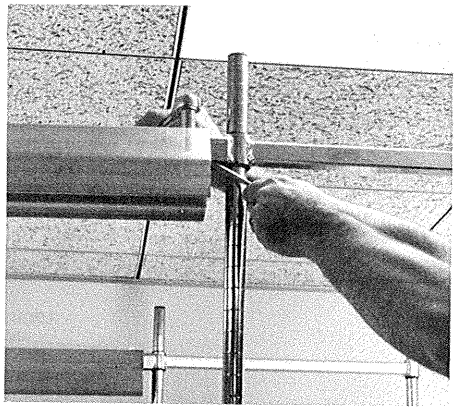

FIG. 6
9. Position the intermediate unit so the holes in the top of the tracks are positioned over the slot in the extended end of the double bracket bars. Insert a hex bolt down through each track and the extended end of the double bracket bars. Place a flanged nut onto each bolt. Tighten all nuts securely (Fig. 6).